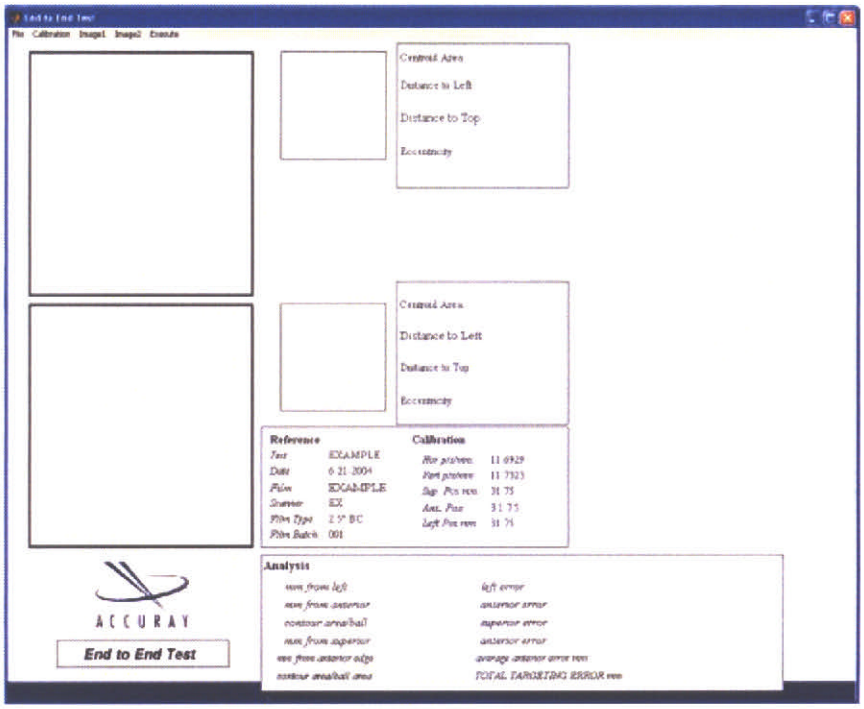

Figure 3-38 E2E User Interface (UI)
Find the location of the E2E program and execute the program. The User Interface as in *Figure 3-38 E2E User Interface (UI), page 48* will appear.